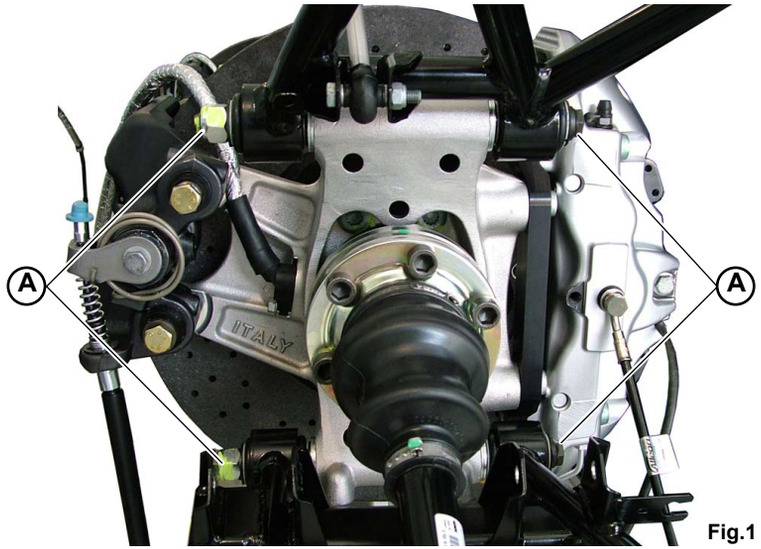

Fig.1
1. Unscrew the 4 screws **(A-Fig.1)** securing the suspensions.